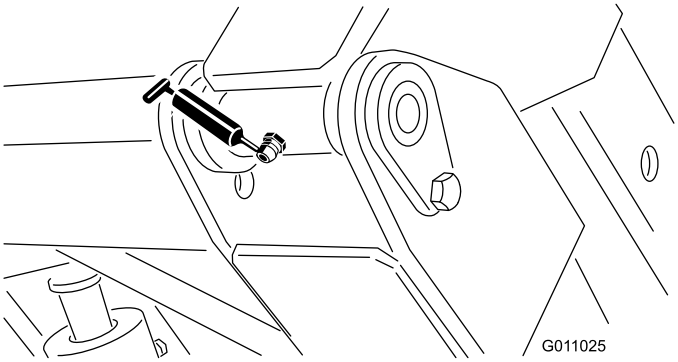

Figur 29
- Tragtbeholderens drejetap (øvre) (2) (Figur 29).